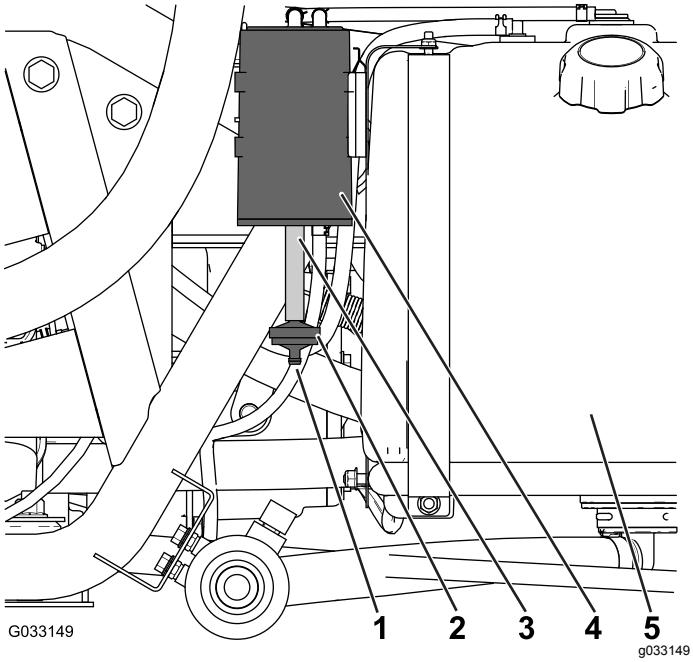

Figur 45
Kontroller åbningen i bunden af luftfilteret til kulfilterbeholderen for at sikre, at den er ren og fri for snavs og blokeringer (Figur 45).
1. Afmonter fittingen med modhager på kulfilterbeholderens filter fra slangen i bunden af kulfilterbeholderen, og afmonter filteret (Figur 45).